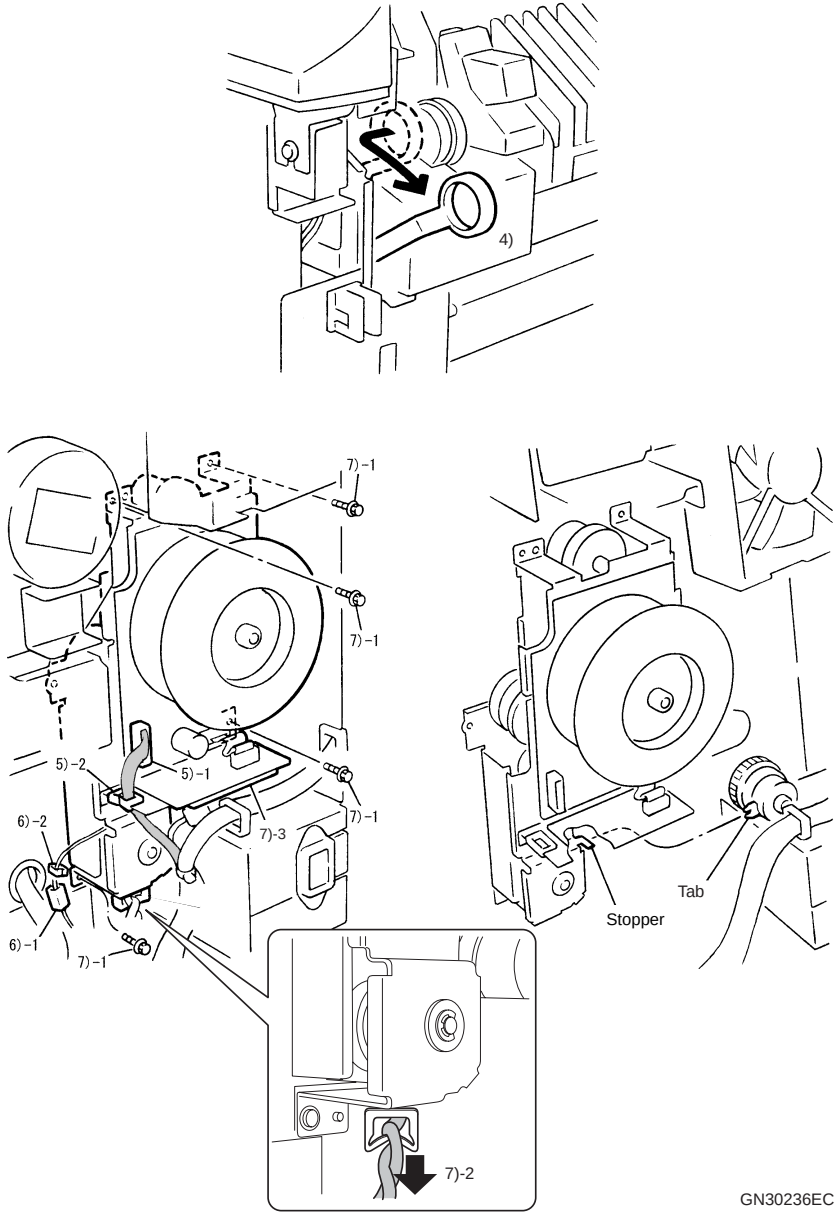

Figure 4-46. Removing the DRIVE ASSY MAIN
1. Install the DRIVE ASSY MAIN after matching the Stopper of the DRIVE ASSY MAIN to the Tab of the CLUTCH ASSY FEED as shown in Figure 4-46.